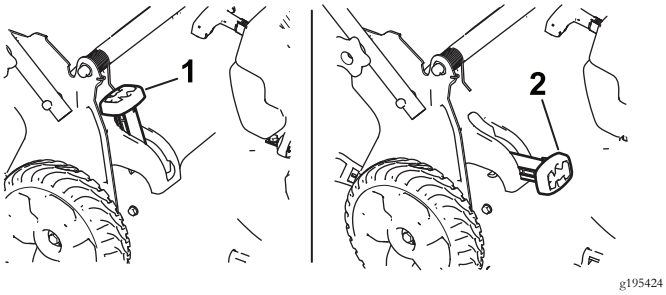

Figura 26
- **Para ensacar los recortes de hierba y hojas**, presione el botón de la palanca de ensacado a demanda y mueva la palanca hacia delante hasta que salte el botón de la palanca (Figura 26).